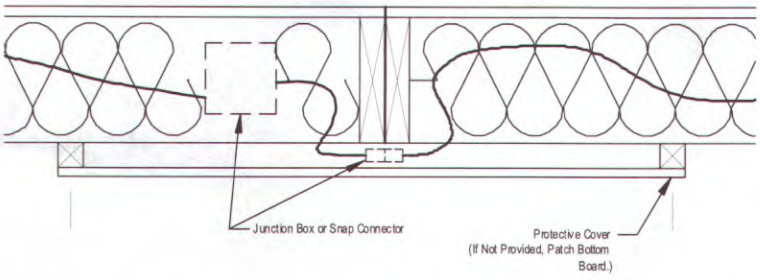

Figure 57. *Floor electrical crossover wires with bumped-out access panel*
2. **Route wires.** Pass the wires through predrilled holes or notches in the rim joist or if there is a single bumped-out access panel as in **Figure 57**, then under the rim joists. If holes or notches have not been provided and there is no bumped-out access panel, drill maximum one-inch diameter hole(s) half-way up the rim joists on each home section, making sure the holes align and feed the wire through the hole.